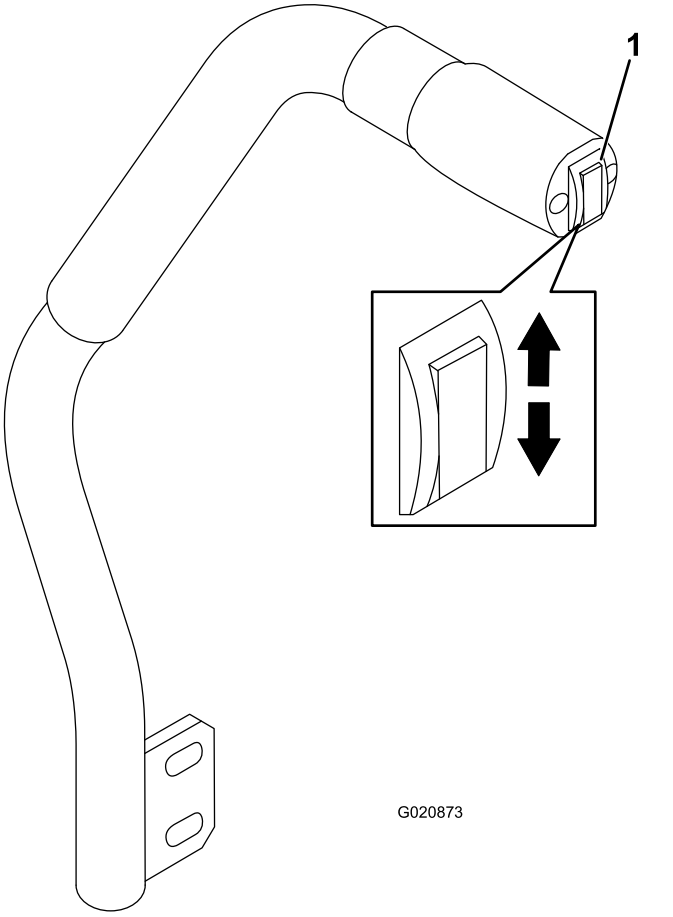

Figur 22
Løftebryteren for klippeenheten hever og senker klippeenheten (Figur 22). Motoren må gå for at du skal kunne bruke denne spaken.
- For å senke klippeenheten skyver du løftebryteren ned (Figur 22).
- For å heve klippeenheten, skyver du løftebryteren opp (Figur 22).